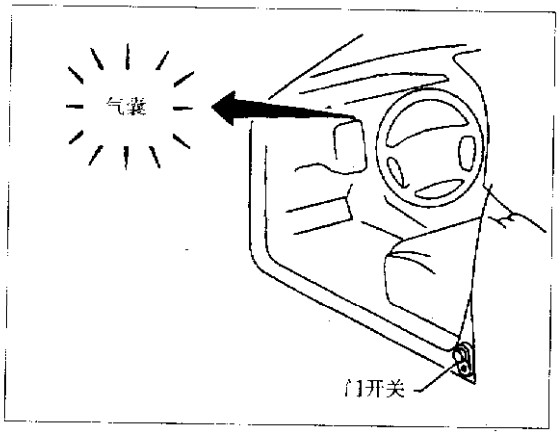

图 10 – 6 – 9
(3)点火开关置于"ON"以后,在 7s 内车门开关至少压动 5 次,系统进入诊断模式,见图 10 – 6 – 9。